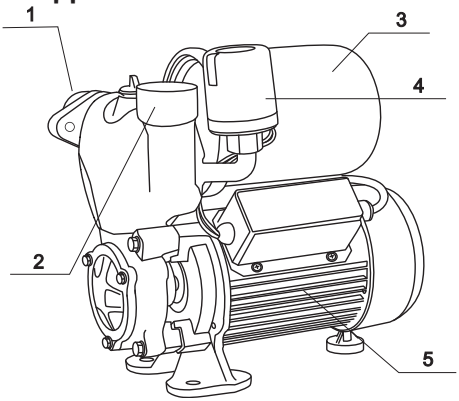

Рис.1. Общий вид насосной станции
Примечание. *В связи с постоянным совершенствованием конструкции, станции могут незначительно отличаться от изображенной на рис.1.*
6.3. Присоедините входную трубу к входному отверстию электронасоса (рис. 1). При присоединении к магистральному водопроводу диаметр трубы в месте присоединения должен быть не менее 1 ¼".